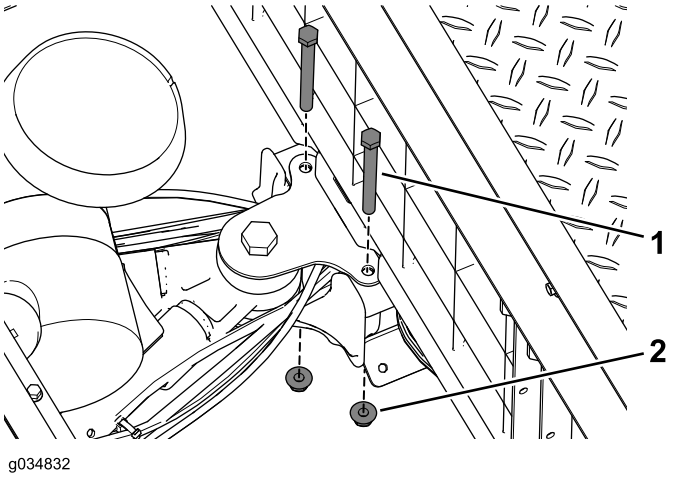

Figuur 19
6. Verwijder de bouten en flensmoeren waarmee de draaiarmbevestiging vastzit aan het middelste kanaal (Figuur 19).